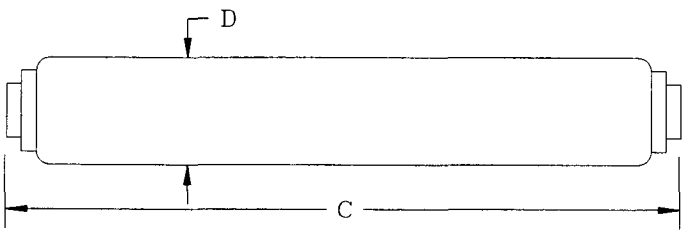

Figure 2 - Lamps with R17d recessed double-contact base
b) R17d recessed double contact base, see Figure 2